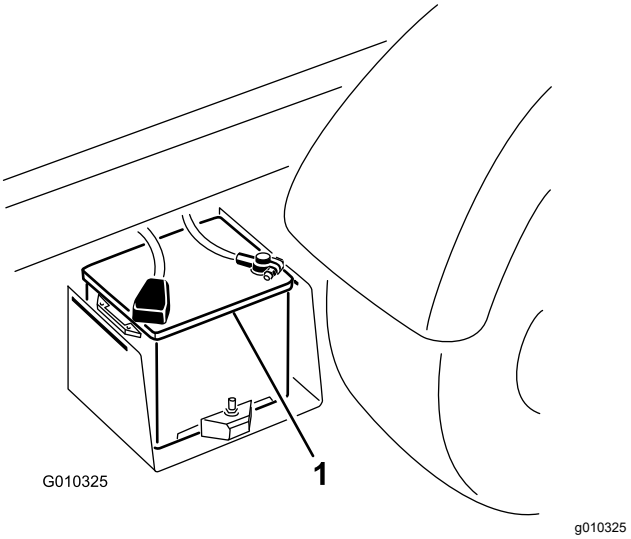

Figura 42
2. Conecte un cable de batería entre los bornes positivos de las dos baterías (Figura 42).